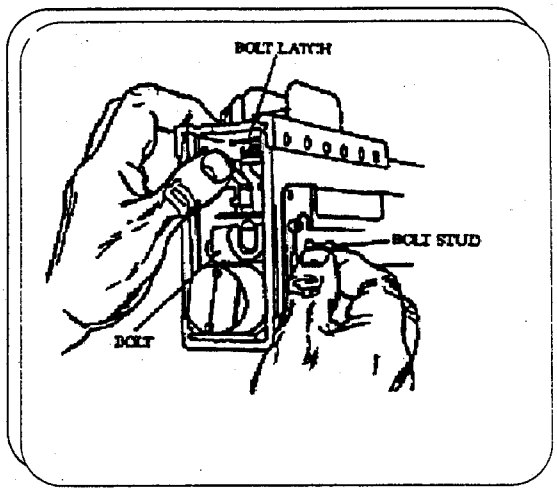

Figure 3, REMOVE THE BOLT GROUP
(5) *Remove the Bolt Group*. Push up on the bolt latch to free the bolt group and slide it from the rear of the receiver. Place the bolt down on its right side so that the extractor will not fall from the bolt. (Fig 3)